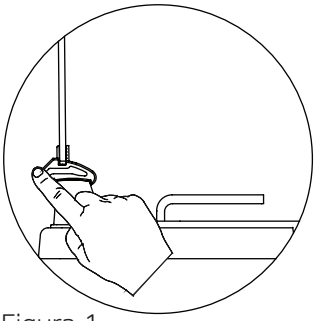

Figura 1
**1.** Come mostrato nella figura 1, lo sportello in vetro può essere chiuso premendo con un dito il fermo situato sulla clip di plastica.